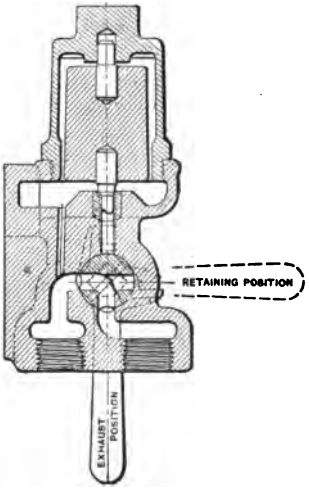
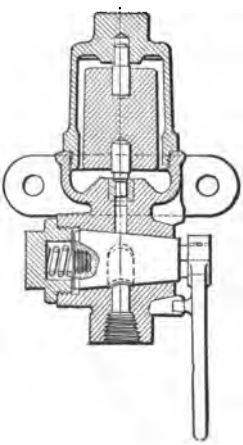
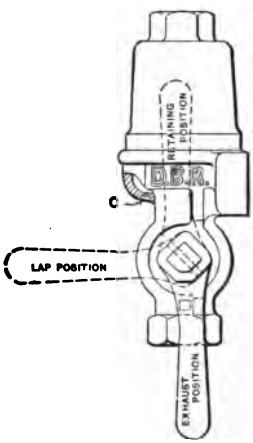

FIG. 16.—RETAINING VALVE USED WITH 12, 14 AND 16-INCH BRAKE CYLINDERS.
FIG. 18.—STANDARD RETAINING VALVE USED WITH 6, 8 AND 10-INCH BRAKE CYLINDERS.
FIG. 19.—DRIVER-BRAKE RETAINING VALVE.
*Q. What are the retaining valves shown in Figs. 16, 17, 18 and 19?*
A. Figs. 16 and 17 represent valves designed to operate with 12, 14 and 16-inch cylinders. Though slightly different in structure, the operation is practically the same as the one already described.
A. Five. The one shown in Fig. 18 is for use with 6, 8, and 10-inch cylinders on non-vestibule cars; practically the same valve, but with an extension handle and key at right angles, is used on vestibule cars. Figs. 16 and 17 represent the corresponding valves for use with 12, 14, and 16-inch cylinders. Fig. 19 is a cut of the Driver-Brake Retaining Valve.